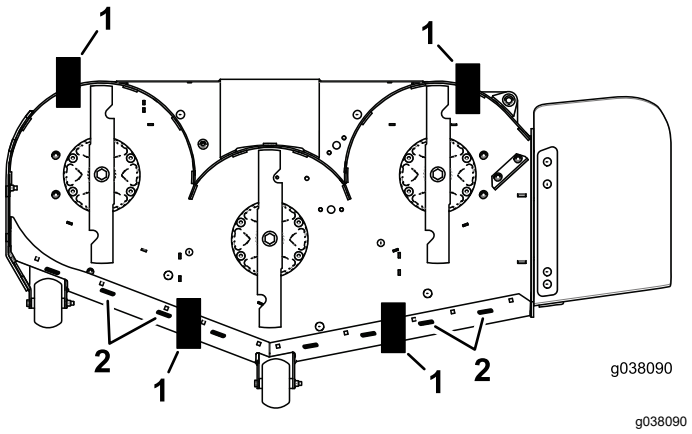

Figur 83
9. Plasser to blokker (se tabellen nedenfor) under kanten nederst bak på klippeenheten, én på hver side av klippeenheten (Figur 83).